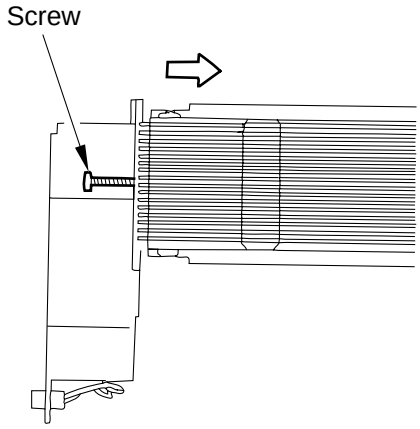

Figure 11-218
3) Loosen the mounting screw, and move the assembly in the direction indicated in Figure 11-218; then, fix it in place temporarily.